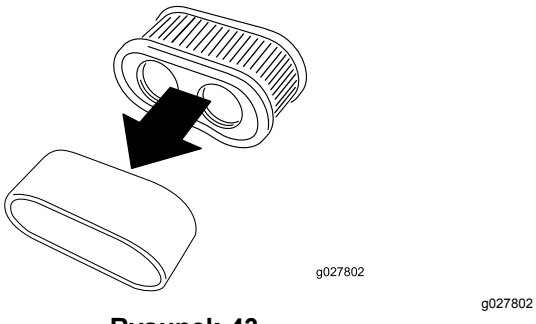

Rysunek 43
5. Wyjmij wkład piankowy z wkładu papierowego (Rysunek 43).